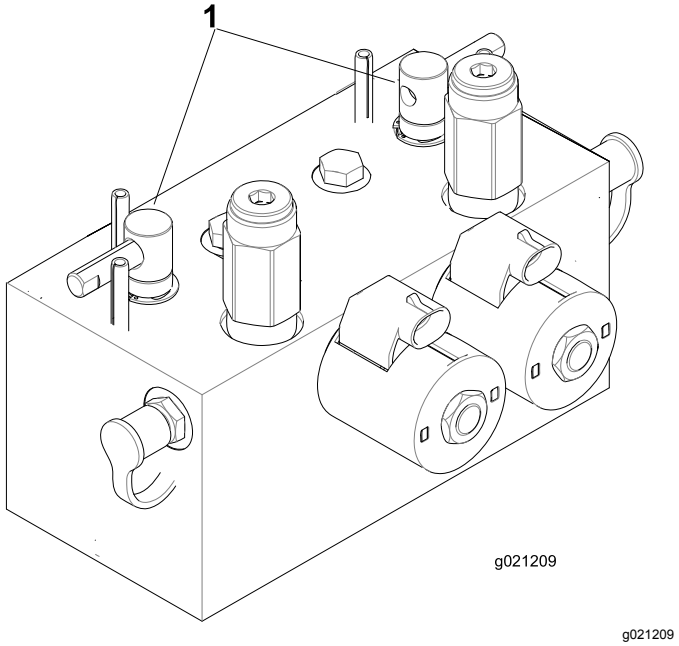

Figur 97
2. Lossa och höj upp sätet för att frilägga slipningsspakarna (Figur 97).
5. Välj den främre, bakre eller bägge slipningsspakarna för att bestämma vilka enheter som ska slipas (Figur 97).